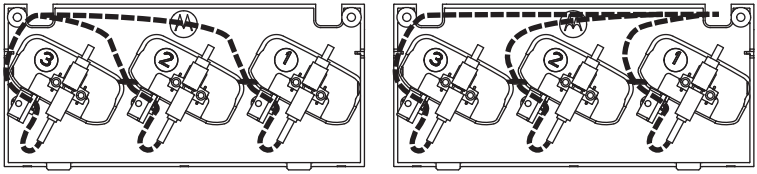

Abbildung 12: Befestigen Sie das USB-Kabel unter Berücksichtigung der Stelle, an der das Kabel herausgeführt wird
3. Verbinden Sie das Programmierkabel mit der USB-Buchse auf der unteren Ladeschale, und befestigen Sie das bzw. die Kabel wie in Abbildung 12 gezeigt.